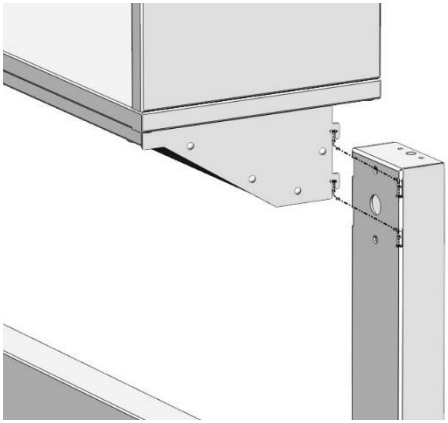

Рис. 3. Установка шкафа-надстройки
6.5. Установить шкаф-надстройку на стойки, заведя шипы в соответствующие пазы *(Рис. 3).*